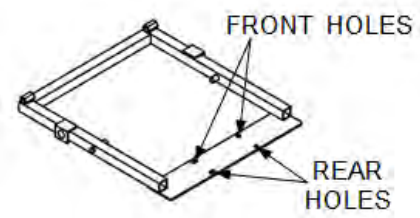

FIG. 2
- ✋ The mounting plate front holes are for a round STANDARD bowl; rear holes are for an ELONGATED bowl (FIG. 2).
2.3 Using hardware provided, place one bolt ① and washer ② through each hole in the TILT frame and through the hole on the toilet bowl. Using a 9/16” wrench, hold the top of the bolt in place, then thread the plastic tower nut ③ to the bottom side of the bolt. Hand tighten